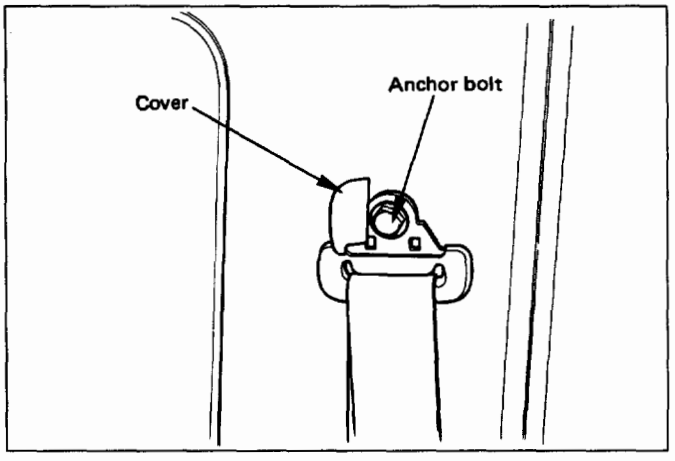

Fig. 10-104
9. **Rear seat belt anchor bolt cover and anchor bolt (Fig. 10-104)**
3. **Front seat belt anchor bolt cover and anchor bolt (Fig. 10-104)**